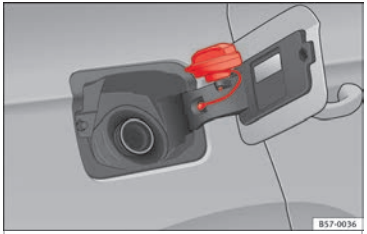

Fig. 60 Fuel tank flap with tank cap attached.
- Place it in the space on the hinge of the open flap ››› Fig. 60.